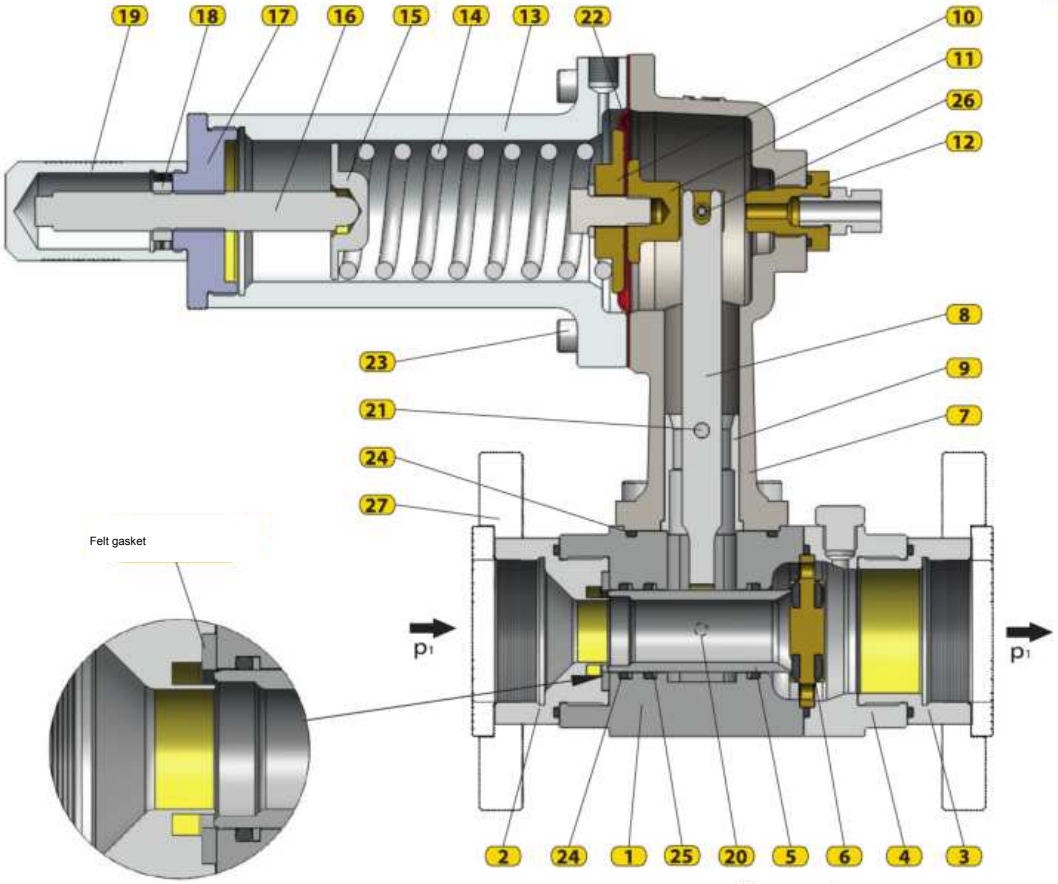

Figure 4.
Axial regulator 126-AX (Fig. 4) comes with threaded (2) and flanged connections (27); materials and dimensions depend on pressure class. Up to 25 bar, the body is aluminium alloy; above 25 bar, steel. The movable nozzle has two O-rings up to 25 bar and three O-rings for ANSI300/ANSI600. Seat (6) is symmetric: if one sealing side is damaged, rotate the assembly 180° and use the other side. Each regulator contains felt